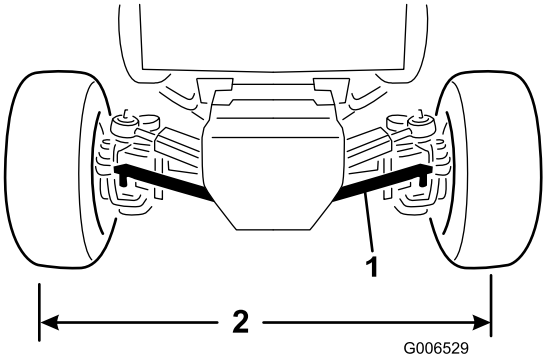

Figur 58
2. Ta bort de muttrar som säkrar en dragstångs kulled på monteringsfästet på axeln och koppla loss kulleden från axeln (Figur 58).
4. Vrid kulleden inåt eller utåt tills avståndet från mitt till mitt framtill och baktill på bakhjulen är detsamma (Figur 58).